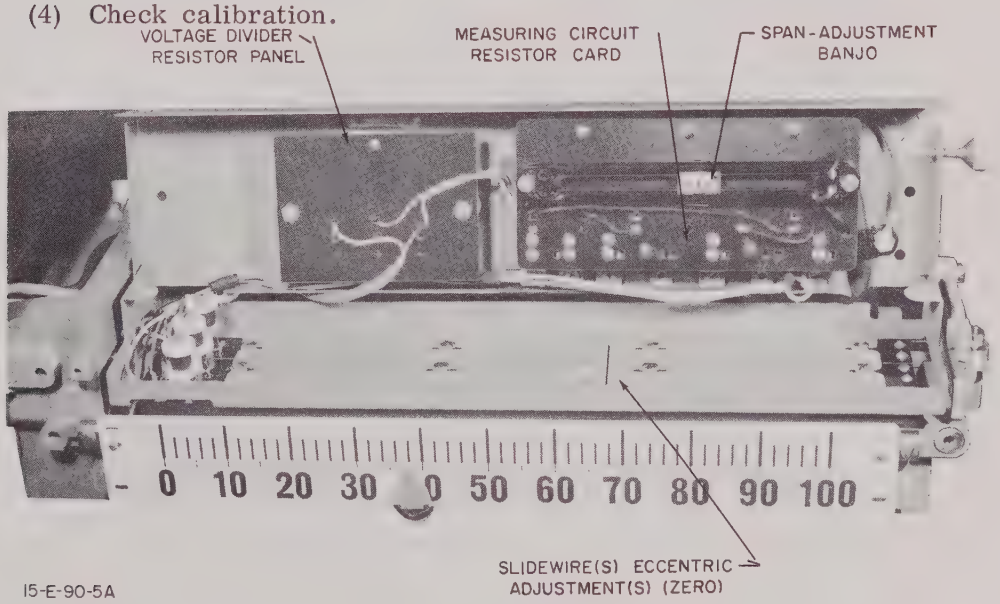

Figure 1. Open Slidewire Compartment
**a. GENERAL.** A total range change feature makes measuring circuit range changing quick and easy. The range card (measuring circuit resistor card, fig. 1) can be removed as a calibrated unit and replaced by another with only a screwdriver. Proceed as follows:
(1) Open the slidewire compartment cover and remove the screw under each end and open cover assembly.
(2) Loosen screws which retain range card.
(3) Remove range card and install replacement by reversing steps (2) and (1).
(4) Check calibration.